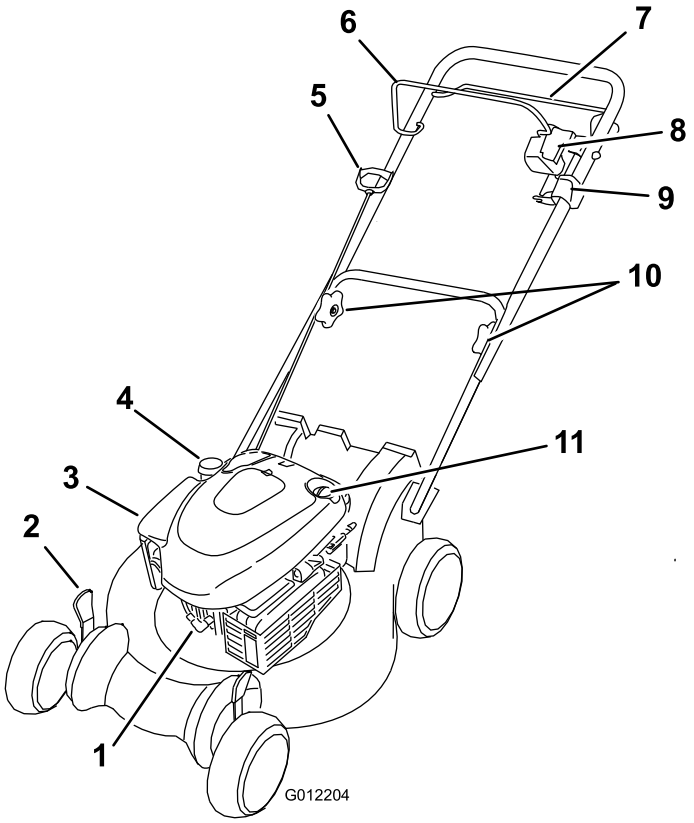

Bild 10
2. Wenn die Zündung am Rasenmäher (Bild 10) ein Kippschalter (mit einem I“ und einem Stopp) ist, drücken Sie den Schalter auf die Stellung (I“). Gehen Sie sonst auf Schritt 3.
Wenn die Zündung am Rasenmäher (Bild 10) ein Kippschalter (mit einem I“ und einem Stopp) ist, drücken Sie den Schalter auf die Stopp-Stellung. Sie können den ZündSchalter auch in der Stopp-Stellung halten, bis der Motor abstellt.